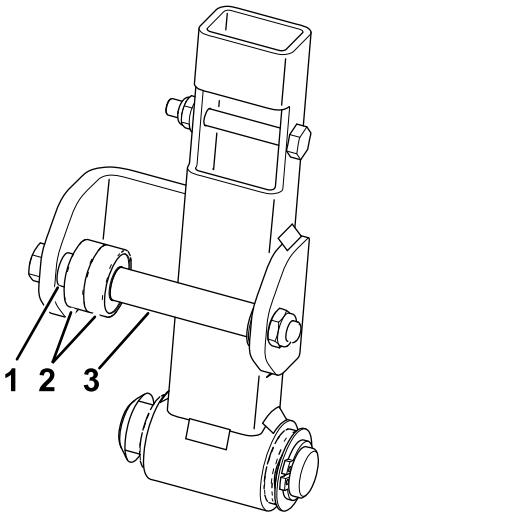

Figur 3
6. Fjern de eksisterende lagrene og avstandsstykkene fra nøytralarmen (Figur 3).
7. Monter de nye lagrene og avstandsstykkene (Figur 3).